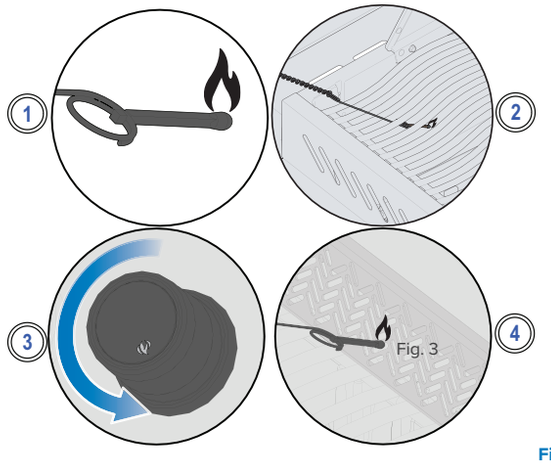

Fig. 8
2. Inserte el fósforo encendido entre las rejillas y los placas sobre los quemadores mientras gira la perilla correspondiente a la posición de llama alta. **(Fig. 8).**